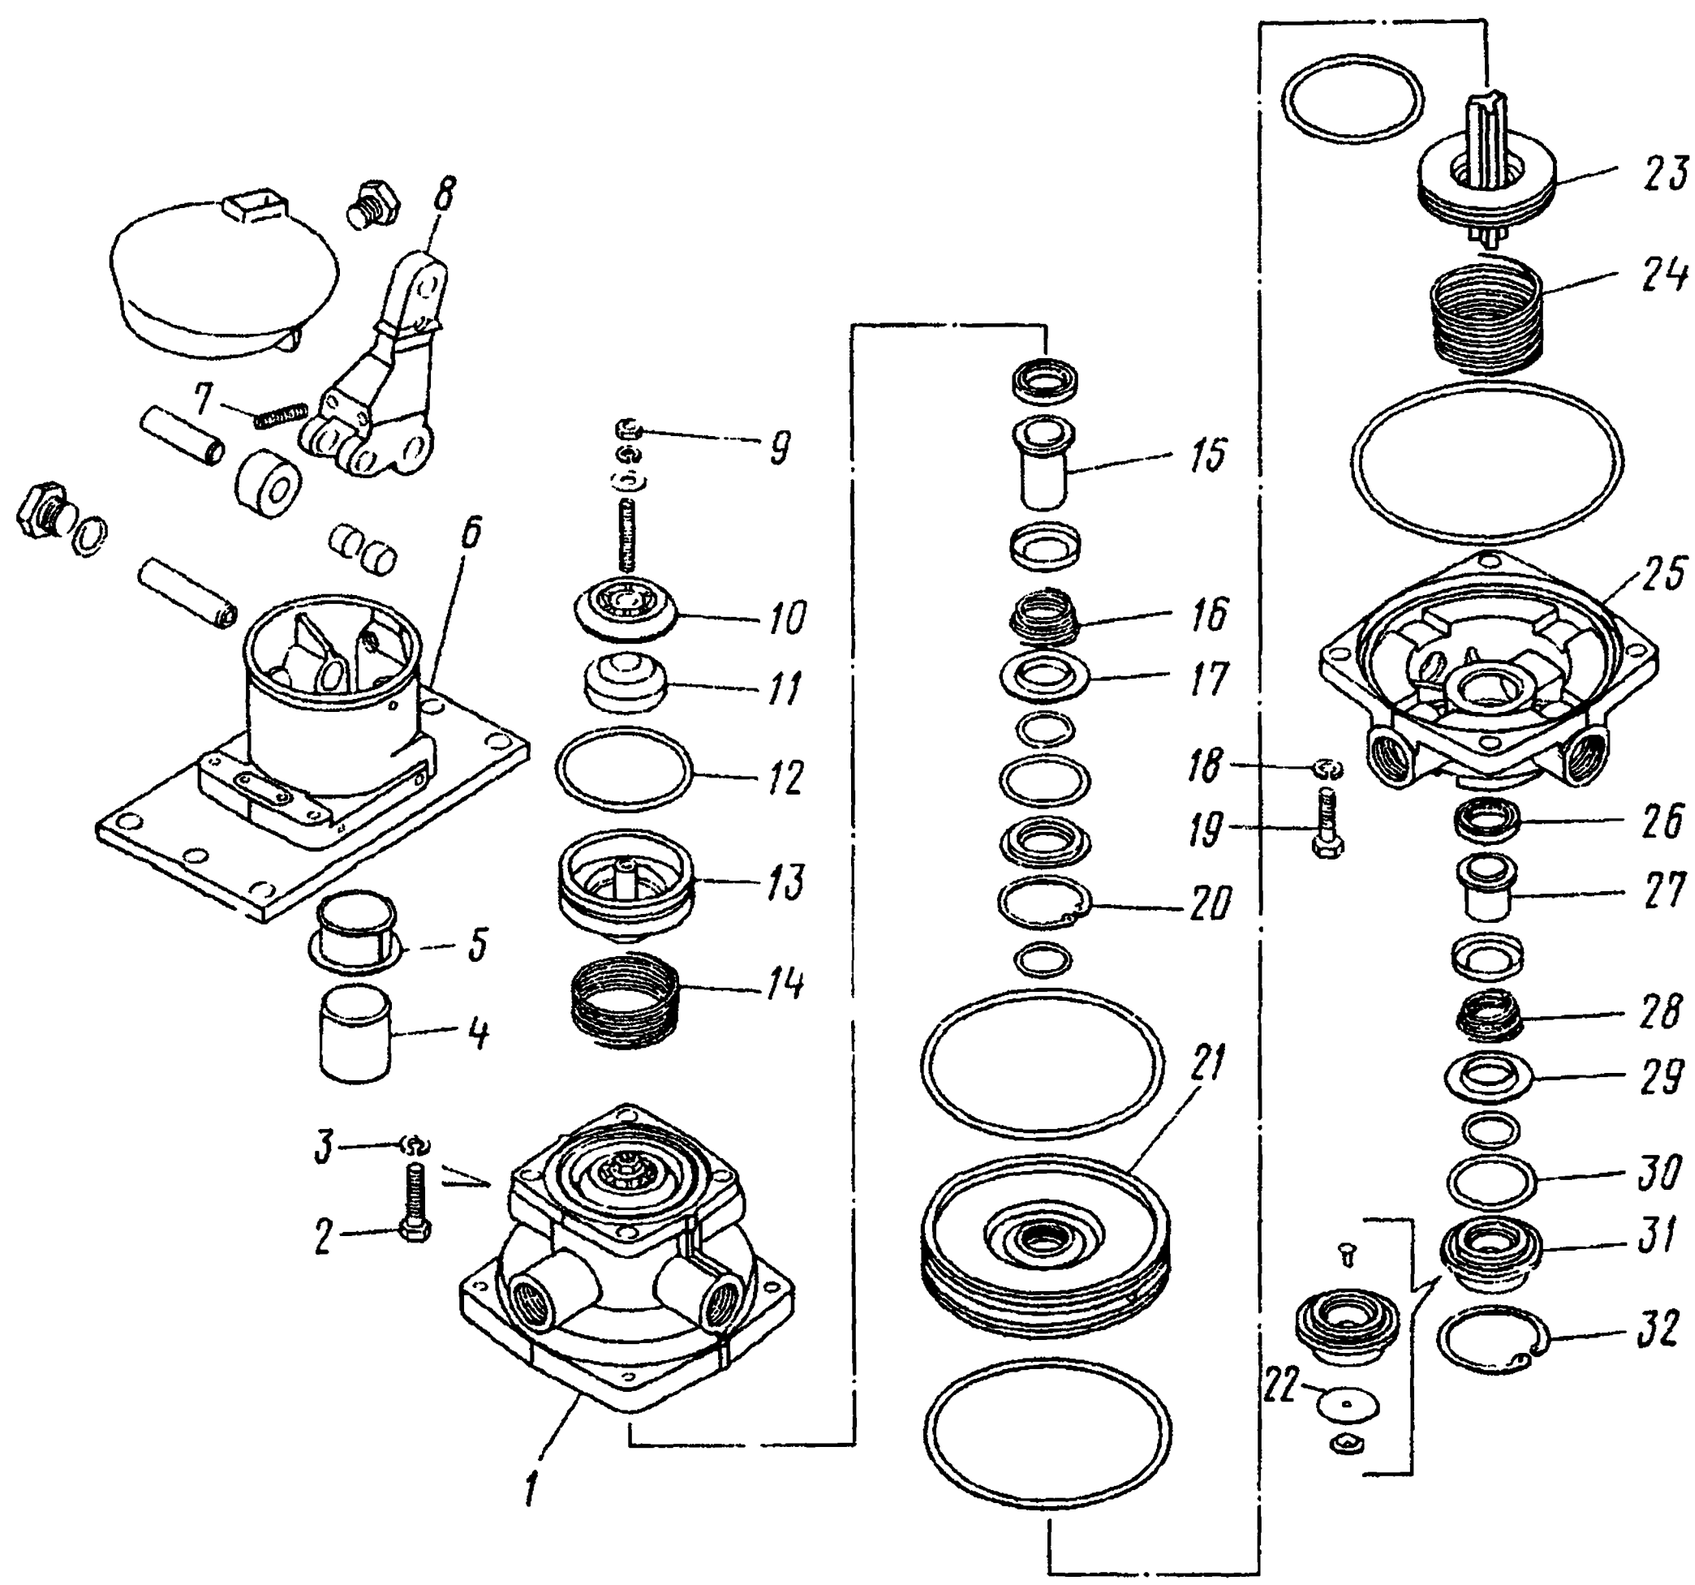

Рис. 306. Кран тормозной двухсекционный:
2. Снимите упорное кольцо *32* (рис. 306)	Специальные пассатижи И801.23.000-01
16. Установите в следящий поршень *13* (см. рис. 306) упругий элемент *11* и тарелку *10*, наверните гайку *9* крепления	Торцовый ключ 10 мм
Техническое условие. Установите регулировочный винт *7* (см. рис. 306) рычага *8* так, чтобы не было зазора между роликом и толкателем. Перед установкой винт должен быть покрыт уплотняющей композицией УГ-6 ТУ 01-2-559—76